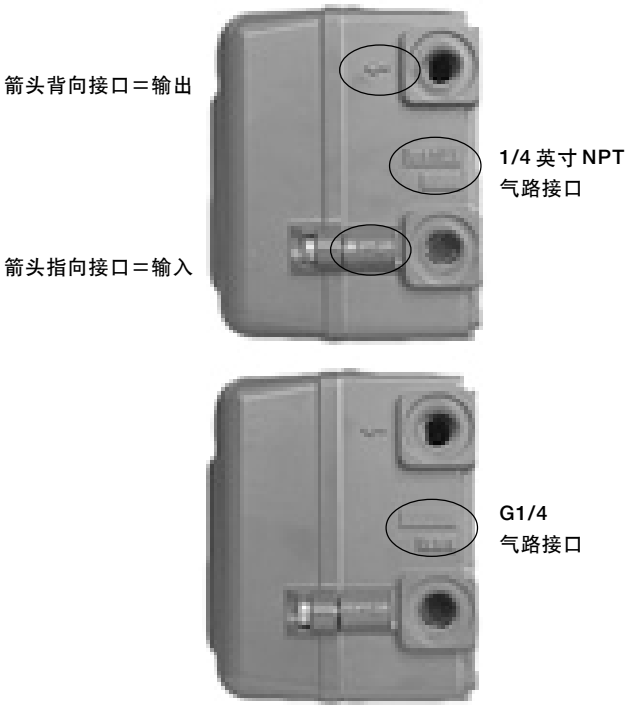

*图 2-7. 电气和气路接口*
9. 安装气管，连接执行机构气腔和定位器输出口（有向外的指示箭头）。见图 2-7。
5. 安装气管，连接执行机构气腔和定位器输出口（有向外的指示箭头）。见图 2-7。
将最近处的合适气源连接到箭头所指向的气路连接端口（见图 2-7）。